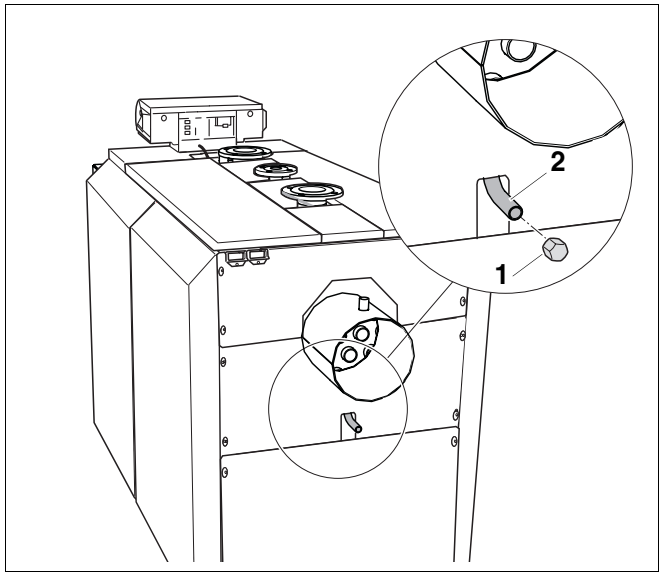

Rys. 52 Otwieranie/zamykanie otworu odpływowego środka czyszczącego z zanieczyszczeniami
- Zdjąć zaślepkę z rurki odpływowej (rys. 52, **poz. 1**).
- Zamknąć otwór rurki odpływowej środka czyszczącego wraz z zanieczyszczeniami (rys. 52, **poz. 2**) przy pomocy zaślepki (rys. 52, **poz. 1**).